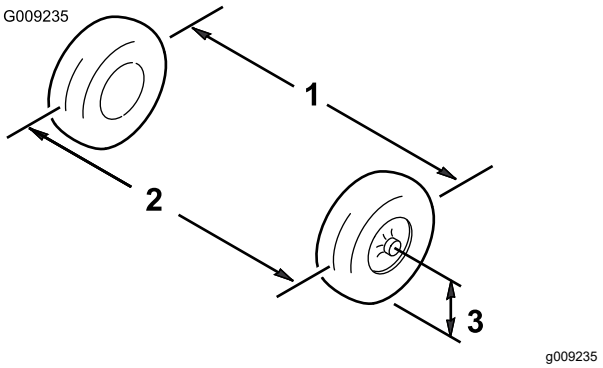

Figuur 45
1. Meet ter hoogte van de as de afstand tussen de voorwielen aan de voorkant en de achterkant van de wielen (Figuur 45).